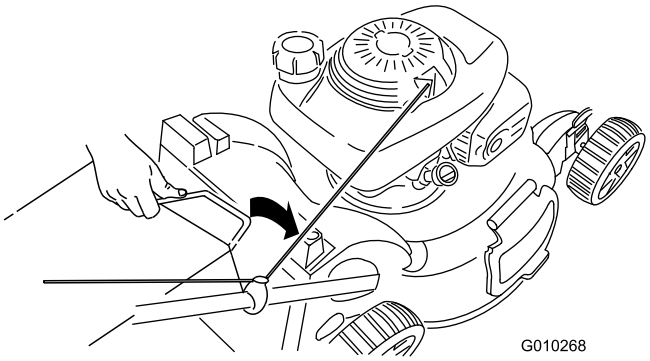

Figuur 28
3. Schuif de hendel van de grasvanger in de groeven bovenop de maaimachine (Figuur 28).